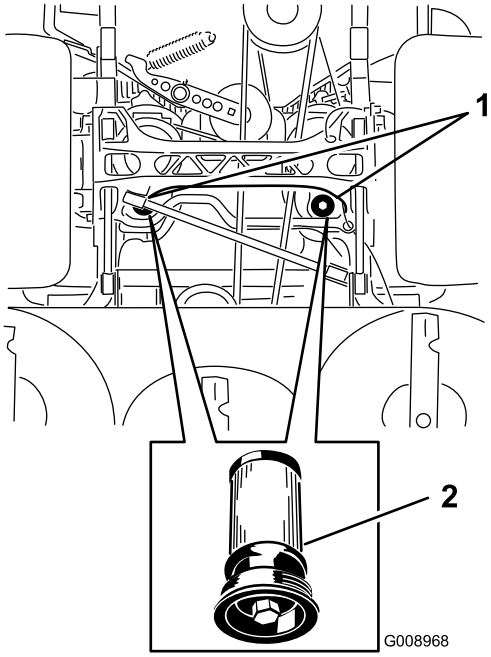

Figur 84
5. Plasser et tappefat under filteret, fjern det gamle filteret og tørk av overflaten (Figur 84).
6. Påfør et tynt lag med hydraulikkolje på gummipakningen på det nye filteret (Figur 84).